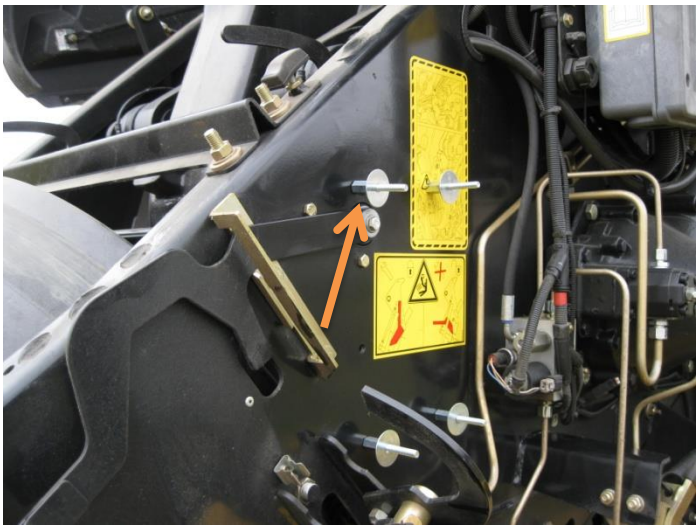

Figure 6
4. Use four 5/16” x 3” hex bolts with four flat washers (positioning bolt heads on the inside of the baler frame) and secure to the baler with four 1 1/8” threaded standoffs that will be on the outside of the baler frame, Position four fender washers between the DCP and standoffs (Figure 6.)